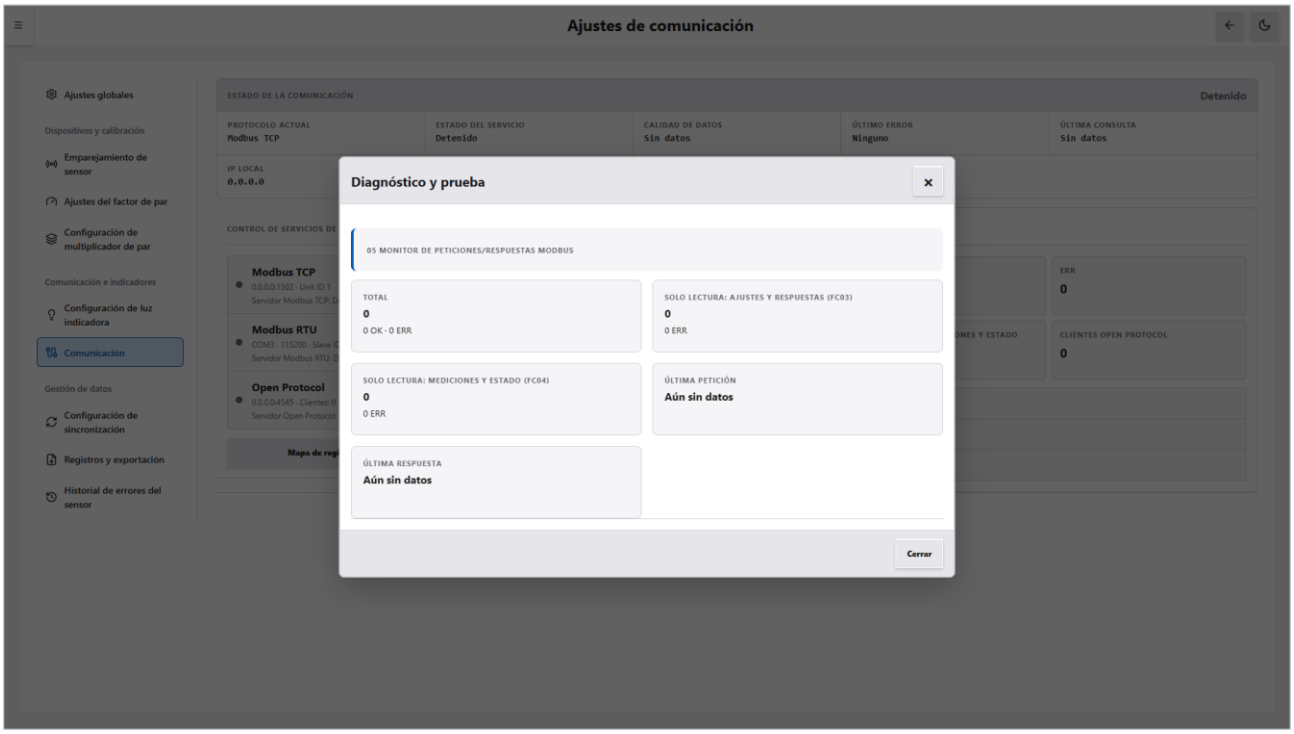

Figura 13-7 Diagnóstico y prueba de Modbus
2. Haga clic en «Diagnóstico y prueba» para abrir la ventana «Diagnóstico y prueba» (véase la Figura 13-7).